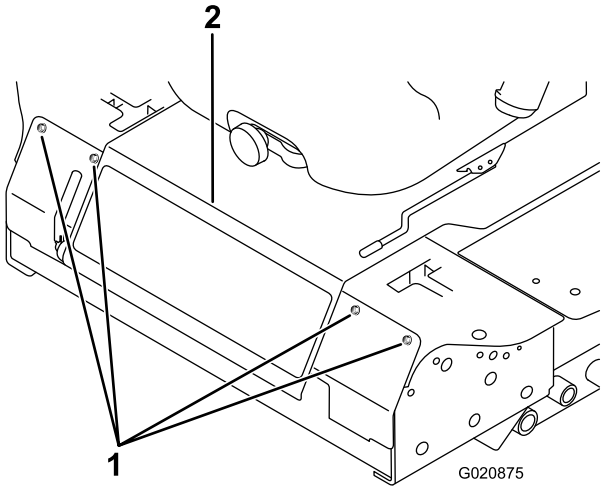

Figur 52
2. Fjern de bolte, der fastgør frontpanelet, og tag panelet af (Figur 52).